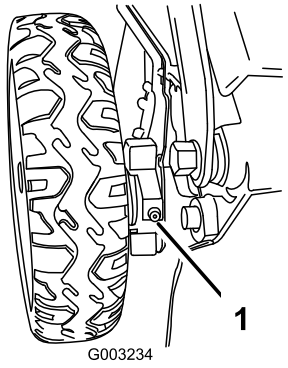

Figuur 39
1. Veeg de smeernippels aan de binnenkant van de achterwielen af met een schone doek (Figuur 39).